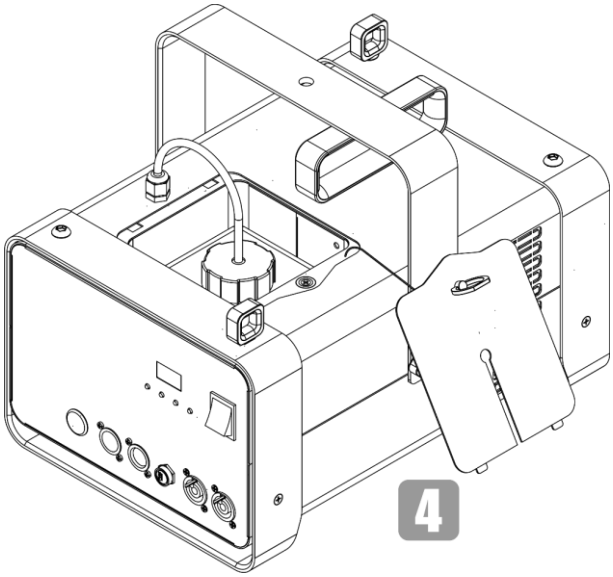

Fig. 24
04) Place the service lid next to the device, as shown in Fig. 24.